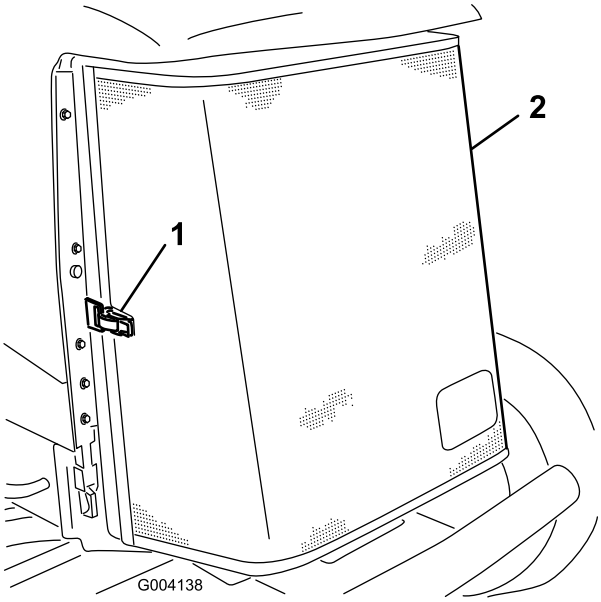

Figuur 64
3. Maak de sluiting los en draai het achterscherm open (Figuur 64).